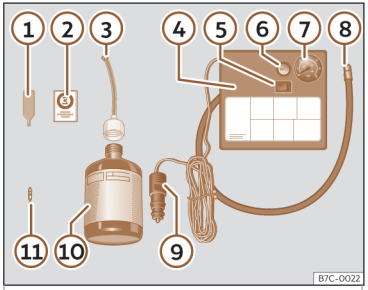

Fig. 38 Rappresentazione standard: contenuto del kit per la riparazione degli pneumatici.
Il kit per la riparazione degli pneumatici si trova nel sottofondo del bagagliaio. Include i seguenti componenti>>> **fig. 38** :
- Svitare il cappuccio e l'elemento di tenuta della valvola del pneumatico. Utilizzare l'apparato>>> **fig. 38** (1) per estrarre l'elemento di tenuta. Collocarlo su una superficie pulita.
- Agitare vigorosamente la bomboletta del sigillante per pneumatici>>> **fig. 38** (10).
- Avvitare il tubo di gonfiaggio>>> **fig. 38** (3) alla bomboletta del sigillante. La piombatura »
- Rimuovere il tappo del tubo di riempimento›››fig. 38 ③ e avvitare l'estremità aperta dal tubo alla valvola dello pneumatico.
- Ricollocare l'elemento di tenuta con l'apparato›››fig. 38 ① nella valvola del pneumatico.
- Avvitare il tubo di gonfiaggio dello pneumatico del compressore›››fig. 38 ⑧ nella valvola dello pneumatico.
- Verificare che la vite di sfiato dell'aria sia chiusa›››fig. 38 ⑥.
- Collegare il connettore›››fig. 38 ⑨ a una presa elettrica a 12 V del veicolo›››pag. 161.
- Collegare il compressore ad aria con l'interruttore ON/OFF›››fig. 38 ⑤.
- Incollare l'adesivo›››fig. 38 ② sul quadro strumenti, all'interno del campo visivo del conducente.
Riavvitare il tubo di gonfiaggio›››fig. 38 ⑤ e controllare la pressione con il manometro ⑥.